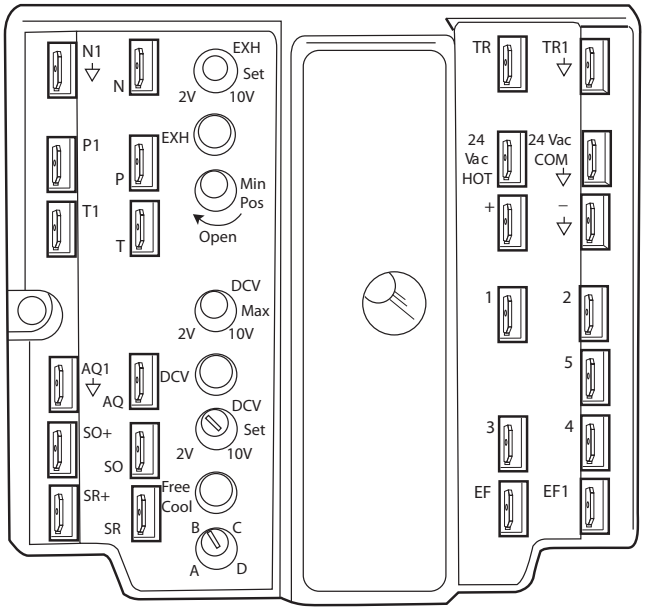

Fig. 33 – Controlador Economizador (HH63AW001 – Controlador Honeywell W7212)
1. Com a alimentação principal desligada, marque a posição mínima no controlador Economizador. Consulte a Fig. 33.
5. Gire o potenciômetro de posição mínima (MIN POS) do controlador Economizador no sentido horário para abrir até que o LED do exaustor (ESC) se acenda. Consulte a Fig. 33.